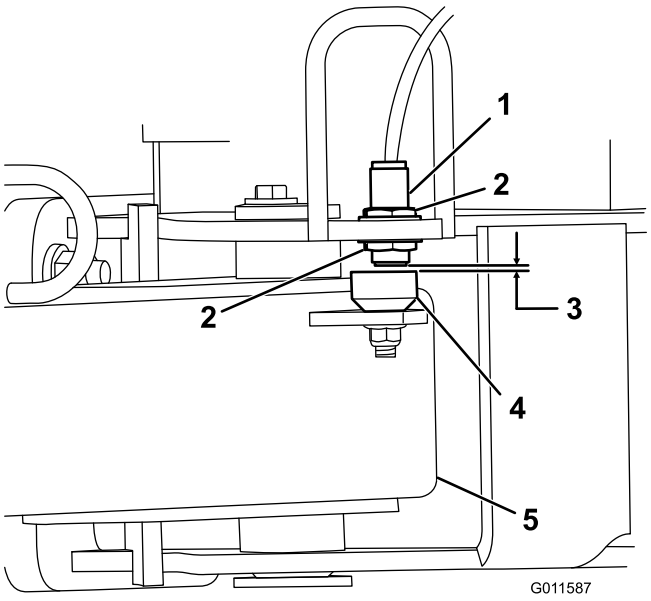

Figur 4
5. Løsne de fastlåste mutterne som fester nærbryteren til rammen og senk bryteren til 3,3±0,7 mm fra følerplaten på koblingsarmen (Figur 4). Stram låsemutterne for å sikre justeringen.